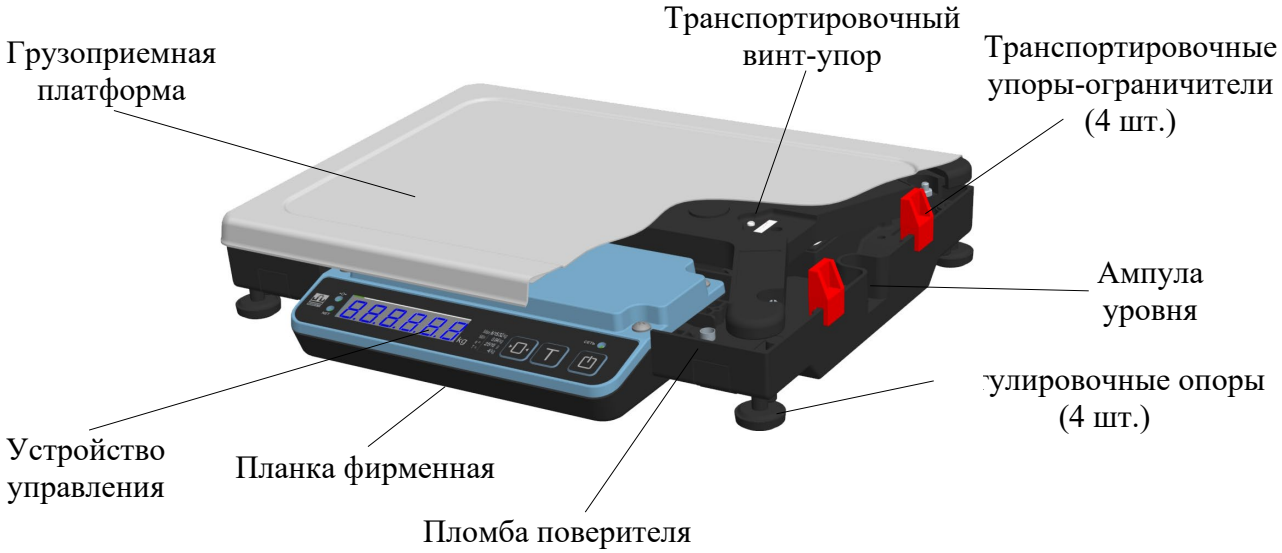

Рисунок 1 – Конструкция весов
3.2.2 Перед первым использованием весов требуется зарядить аккумулятор. Для этого подключите штекер сетевого адаптера к разъему на обратной стороне весов (см. рис.1), а затем подключите адаптер к сети. На весах должен загореться индикатор подключения сети (см. табл. 4).